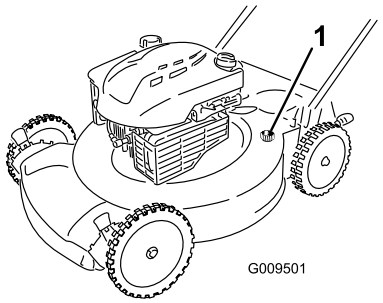

Figur 24
4. Fastgør en haveslange, der er sluttet til vandforsyningen, på gevindporten på plæneklipperhuset (Figur 24).